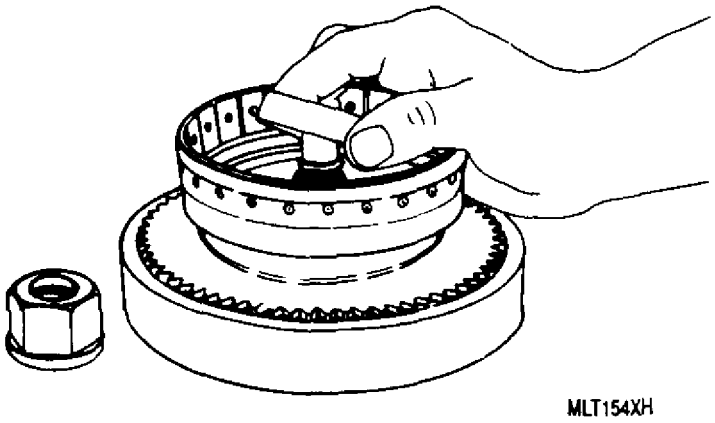

Figure 8. Installing Propeller Brake Outer Member in 23034359 Face Boring Fixture
f. Install assembly in 23034359 machining fixture as shown (figure 8).